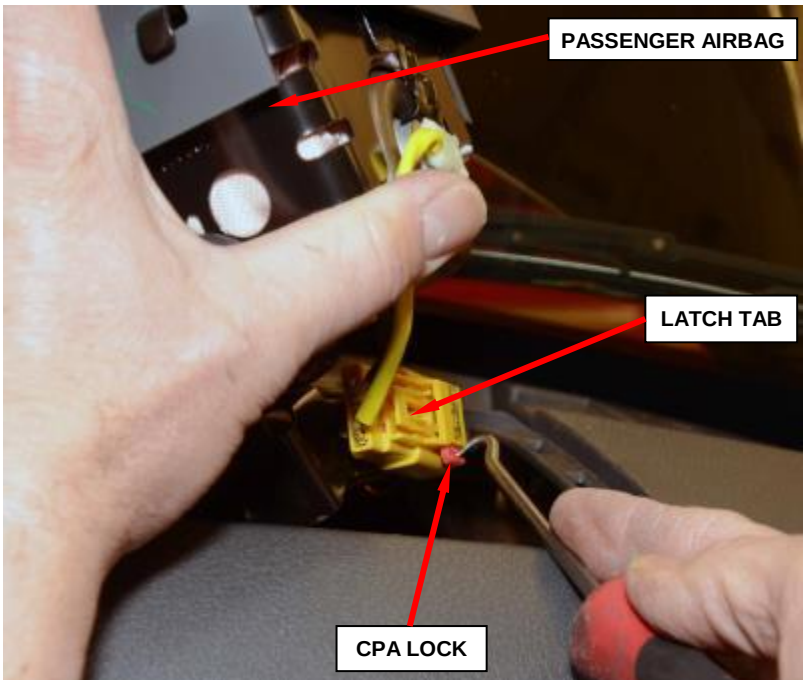

Figure 84 – Airbag Inflator Pigtail Connector
a. Slide the red Connector Position Assurance (CPA) lock on the connector toward the side of the connector (Figure 84).
9. Connect the instrument panel wire harness connector for the airbag to the passenger airbag inflator pigtail wire connector on the right side of the airbag mounting bracket. Be certain that the latch on the connector and the red Connector Position Assurance (CPA) lock are each fully engaged (Figure 84).